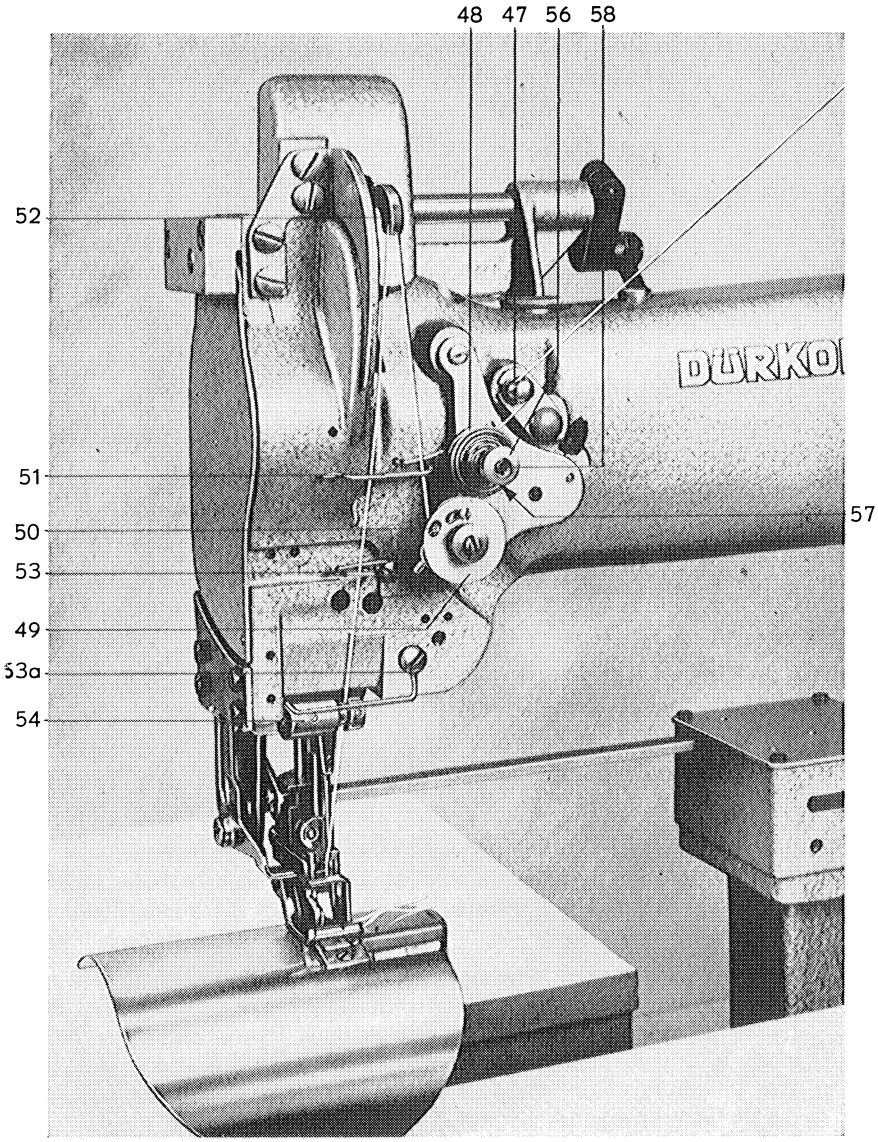

Abb. 18
2. durch die Fadenführung 47 (Abb. 18),
Die **Oberfadenspannung** wird durch Verdrehen der Spannungsmutter 56 (Abb. 18) reguliert. Durch Rechtsdrehen wird die Spannung stärker, durch Linksdrehen schwächer.